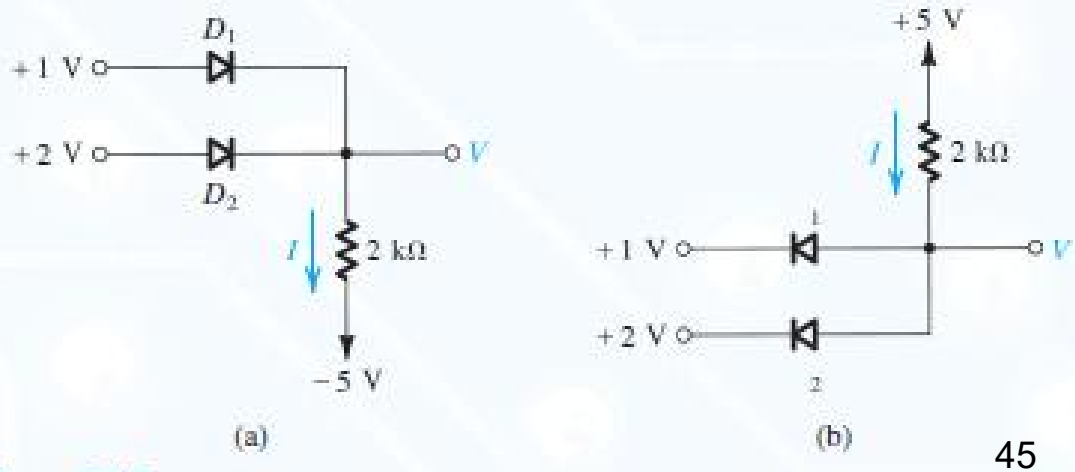

Figure P4.3
4.3 For the circuits shown in Fig. P4.3 using ideal diodes, find the values of the labeled voltages and currents